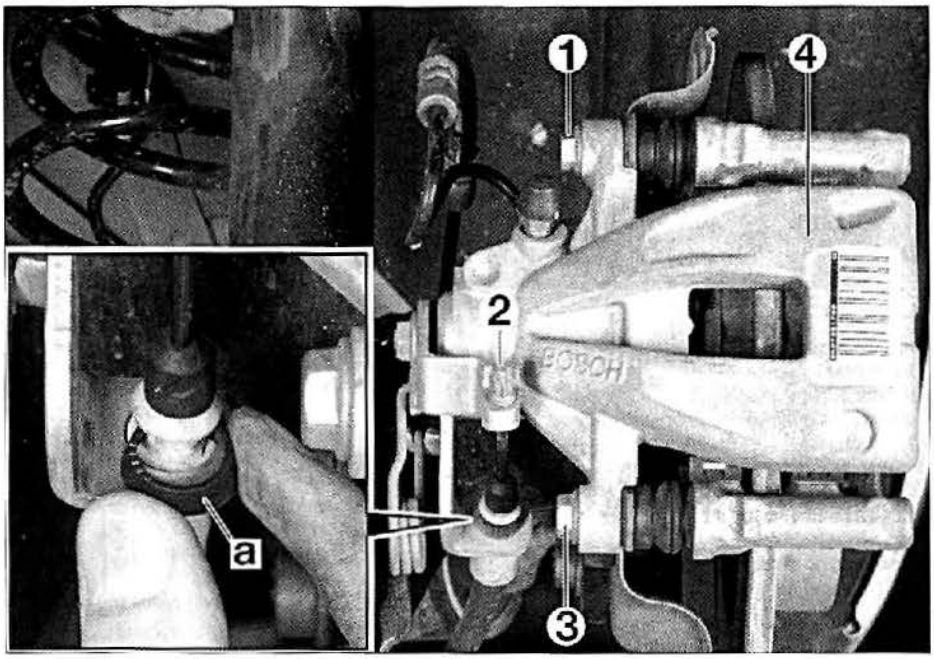

FIG. 9
• Separar el cable de freno de estacionamiento (2) de la pinza (fig. 9).
• Aflojar el tornillo (1).
• Desmontar el tornillo (3).
• Bascular la pinza de freno (4) hacia arriba.
- Desmontar el tornillo (1) **(fig. 9)** y la pinza de freno.